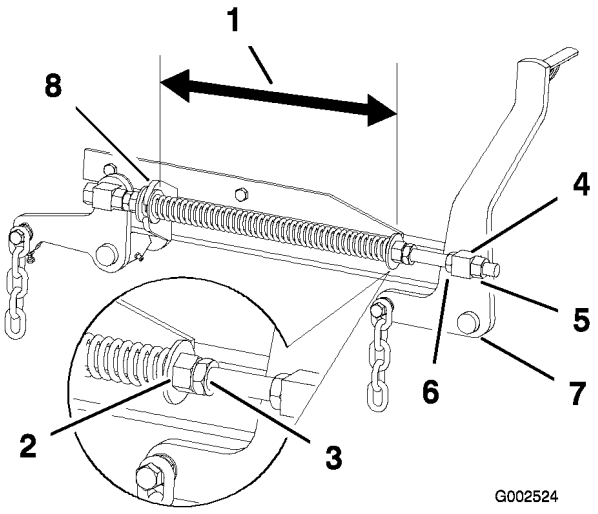

Figur 70
2. Kontrollera avståndet mellan de två stora brickorna, det måste vara 26,7 cm (Figur 70).
3. Justera det här avståndet genom att lossa fjäderkontramuttern och vrida muttern framför respektive fjäder (Figur 70). Vrid muttern medsols för att förkorta fjädern eller motsols för att förlänga fjädern.
4. Lås muttern på plats genom att dra åt fjäderkontramuttern (Figur 70).